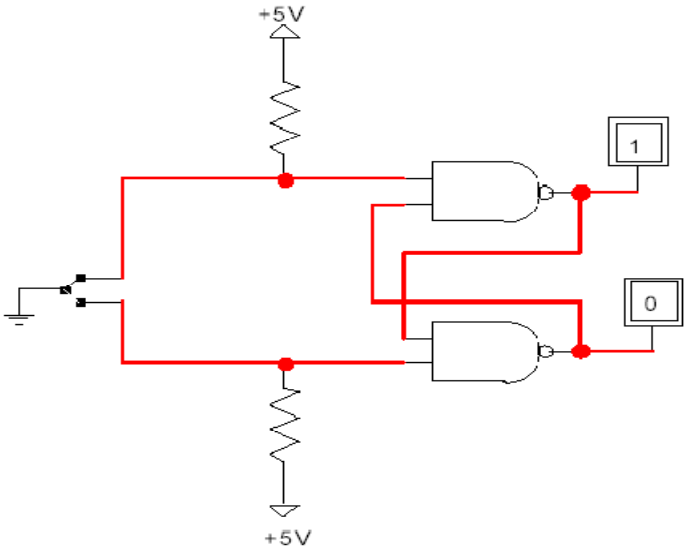

Fig. 9.1
1. In the pre-lab using LogicWorks construct the circuit shown in Fig.9.1.